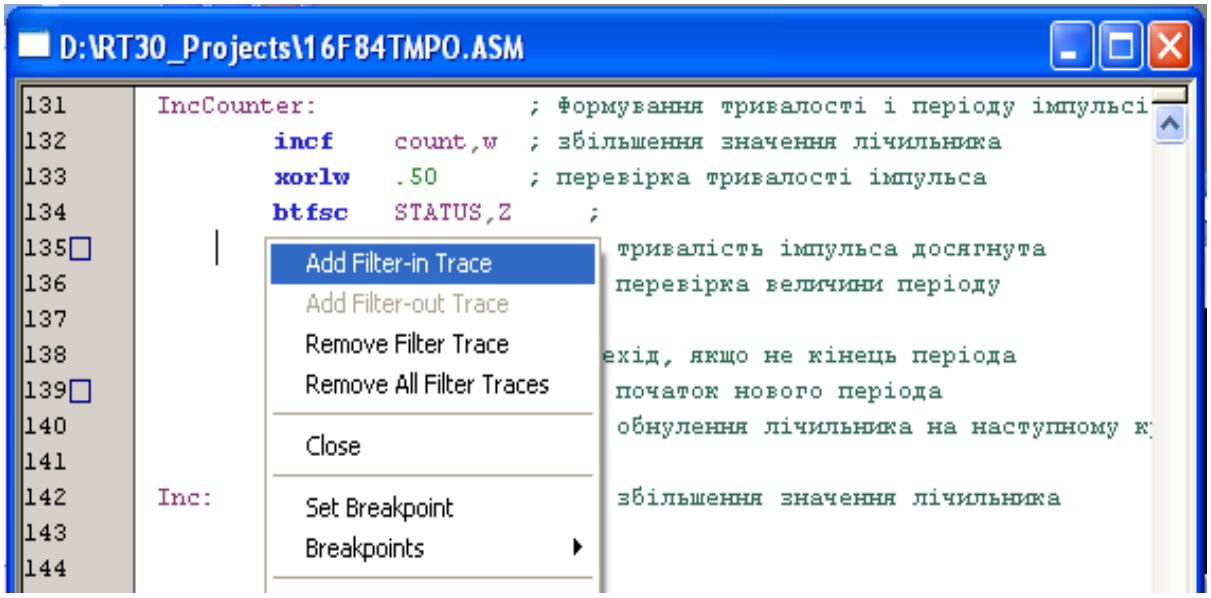

Рис. 2.3. Контекстне меню вибору окремих рядків програми трасування
Щоб окремі вибрані рядки програми добавити (In) в буфер трасування, або видалити (Out) з нього, використайте опції Filter-In Trace або Filter-Out із контекстного меню (рис. 2.3 – «клік» правою клавішею миші на тексті програми), попередньо виділивши необхідний рядок. В прикладі (рис. 2.3) в буфер трасування добавлені рядки виводу значень 0 і 1 в PORTB, про що сигналізують маленькі квадрати на лівому сірому полі діалогового вікна.
- Перевірте чи добавленні відповідні рядки програми в буфер трасування (рис. 2.3);